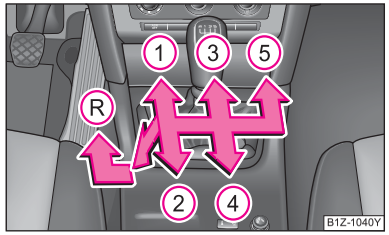

图 90 手动变速箱
- 向下按压换档杆手柄，然后拨到左侧，最后把换档杆向前挂入倒档位置。（参见档位示意图 ⇒ 图 90）。